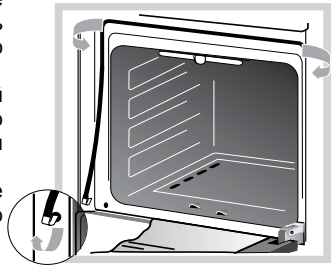

Рис.14
- Когда моете духовку, будьте аккуратны - не повредите резиновое уплотнение. Его можно снять, вынув скобы из отверстий (рис. 14).